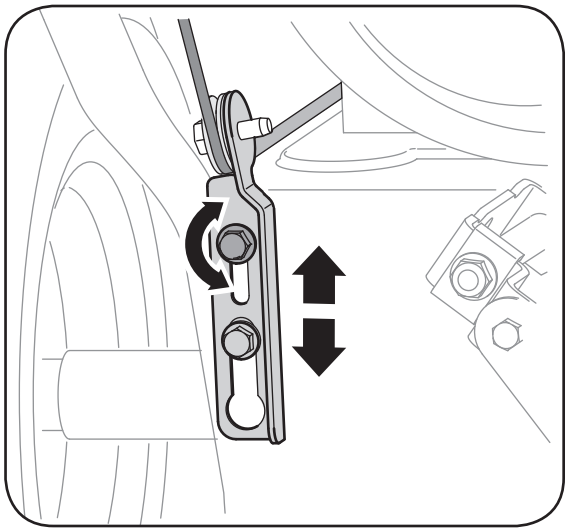

Figure 4-2
8. Redressez le support vers le haut pour obtenir plus de jeu (ou vers le bas pour augmenter la tension). See Figure 4-2.